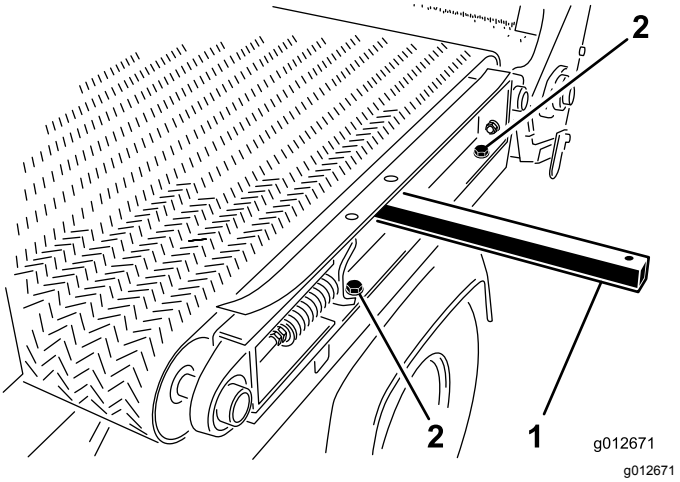

Figur 30
1. Montera glidflaksskenan på det vänstra stänkskyddet (Figur 30) på maskinens vänstra sida med de två huvudskruvarna och två brickorna som du tog bort i Demontera glidflaket (sida 24) och dra åt huvudskruvarna.